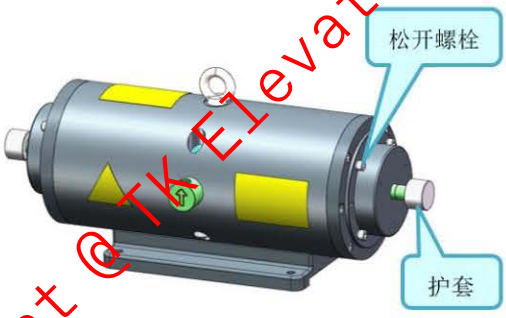

图 D-6
1) 松开护套上的 M5 内六角螺钉，拆下护套，见图 D-6；
3) 用 5mm 内六角扳手松开螺栓，见图 D-6；